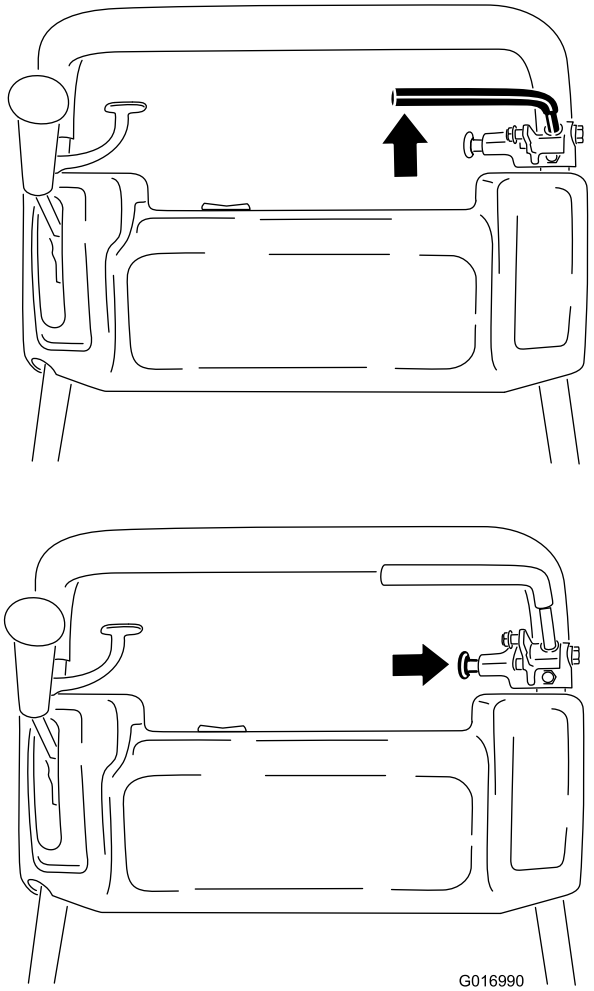

Figure 30
1. Engage the service brake, push in on the parking brake knob and allow the service brake to rest on the parking brake pin (Figure 30)